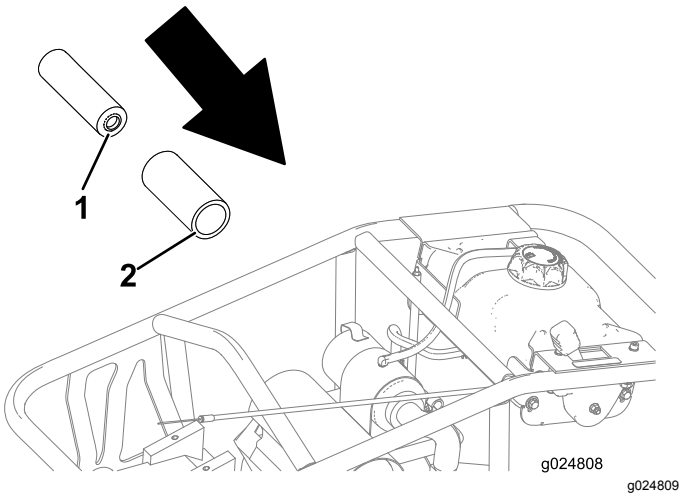

Figure 17
10. Posez les éléments du filtre à air et vérifiez qu'ils sont correctement positionnés (Figure 17).
Important: **Assurez-vous que le côté ouvert des éléments du filtre à air sont orientés vers l'intérieur, c'est-à-dire vers la machine; en effet, la machine ne fonctionnera pas si les éléments ne sont pas orientés correctement en raison de la restriction d'air (Figure 17).**